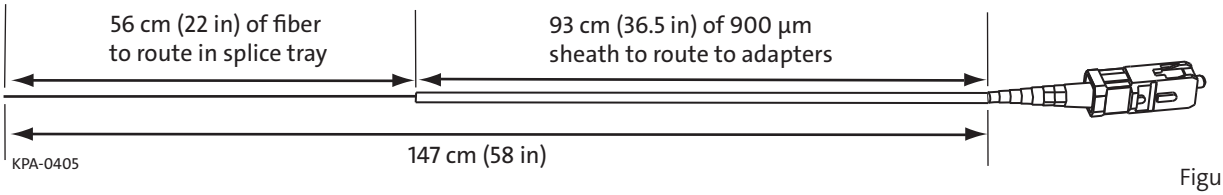

Figure 20
Before splicing fibers, determine the fiber routing configuration you will use in your splicing application. Buffer tubes may enter the splice tray and have all fibers in the buffer tube spliced at that time or stored in the tray for splicing later. It is also possible to splice one fiber from a buffer tube and express the remaining fibers out of the splice tray. Figure 20 illustrates the recommended routing inside the tray for the fibers being spliced and the express routing of the unused fibers.
Step 3: Remove the cut jacket to access the fiber (Figure 20).